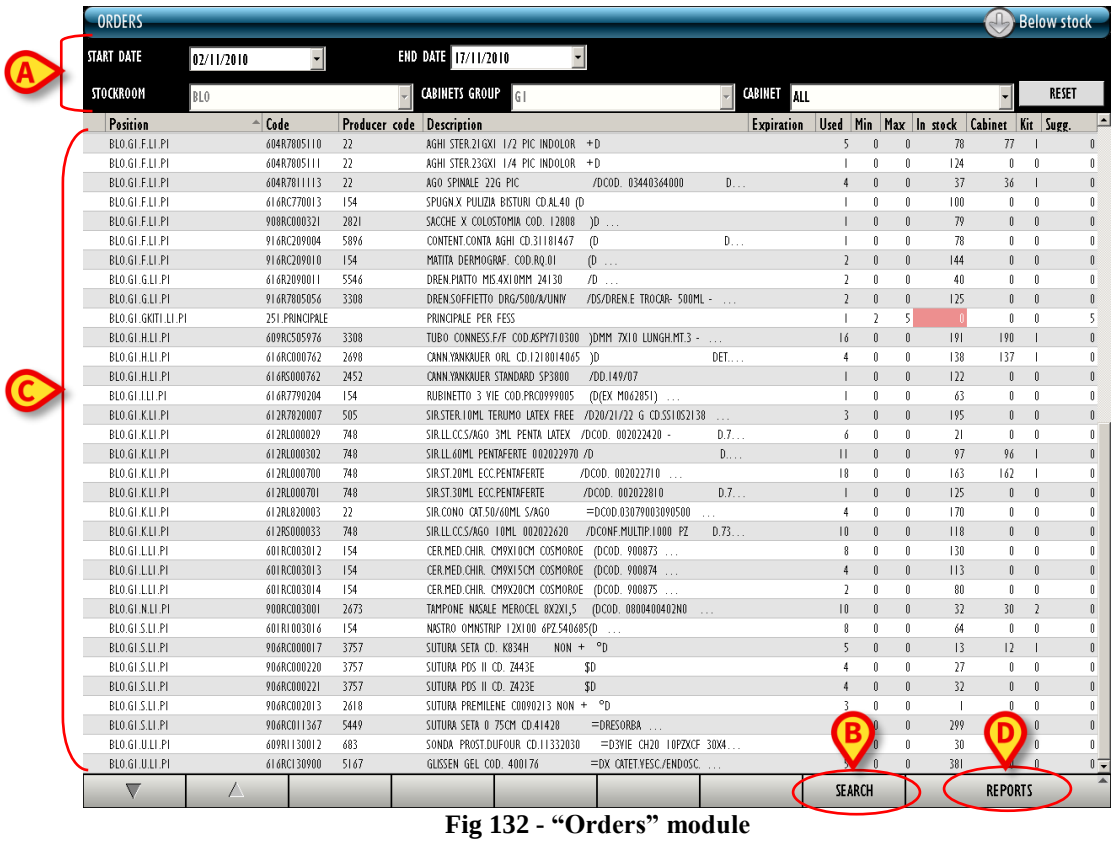

Fig 132 - "Orders" module
- specify the search filters values (Fig 132 **A**).
- Click the **Search** button on the command bar (Fig 132 **B**).
The list of resources whose features match with those specified in the filters is displayed (Fig 132 **C**).
- Click the **Reports** button on the command bar (Fig 132 **D**). The "Orders" option activates (Fig 133).